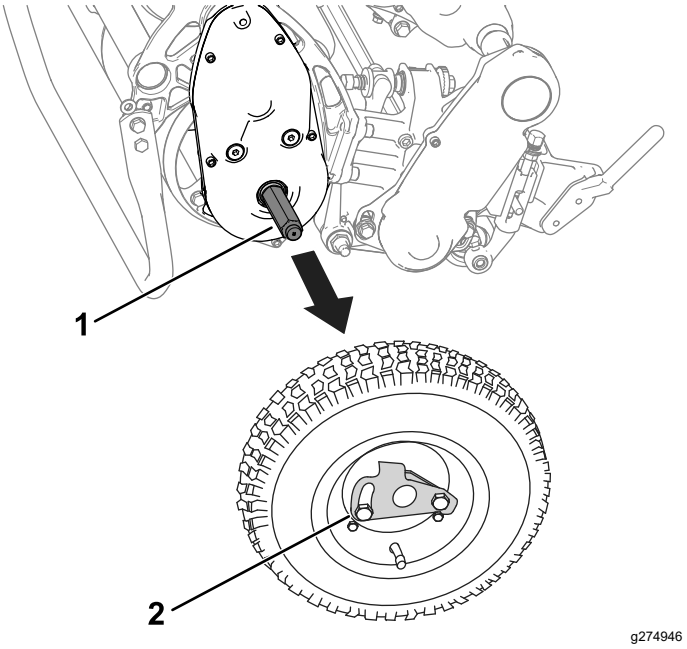

Figur 20
3. Fjern transporthjulene ved at skubbe hjulblokeringsbeslagene ud af akslerne (Figur 20).